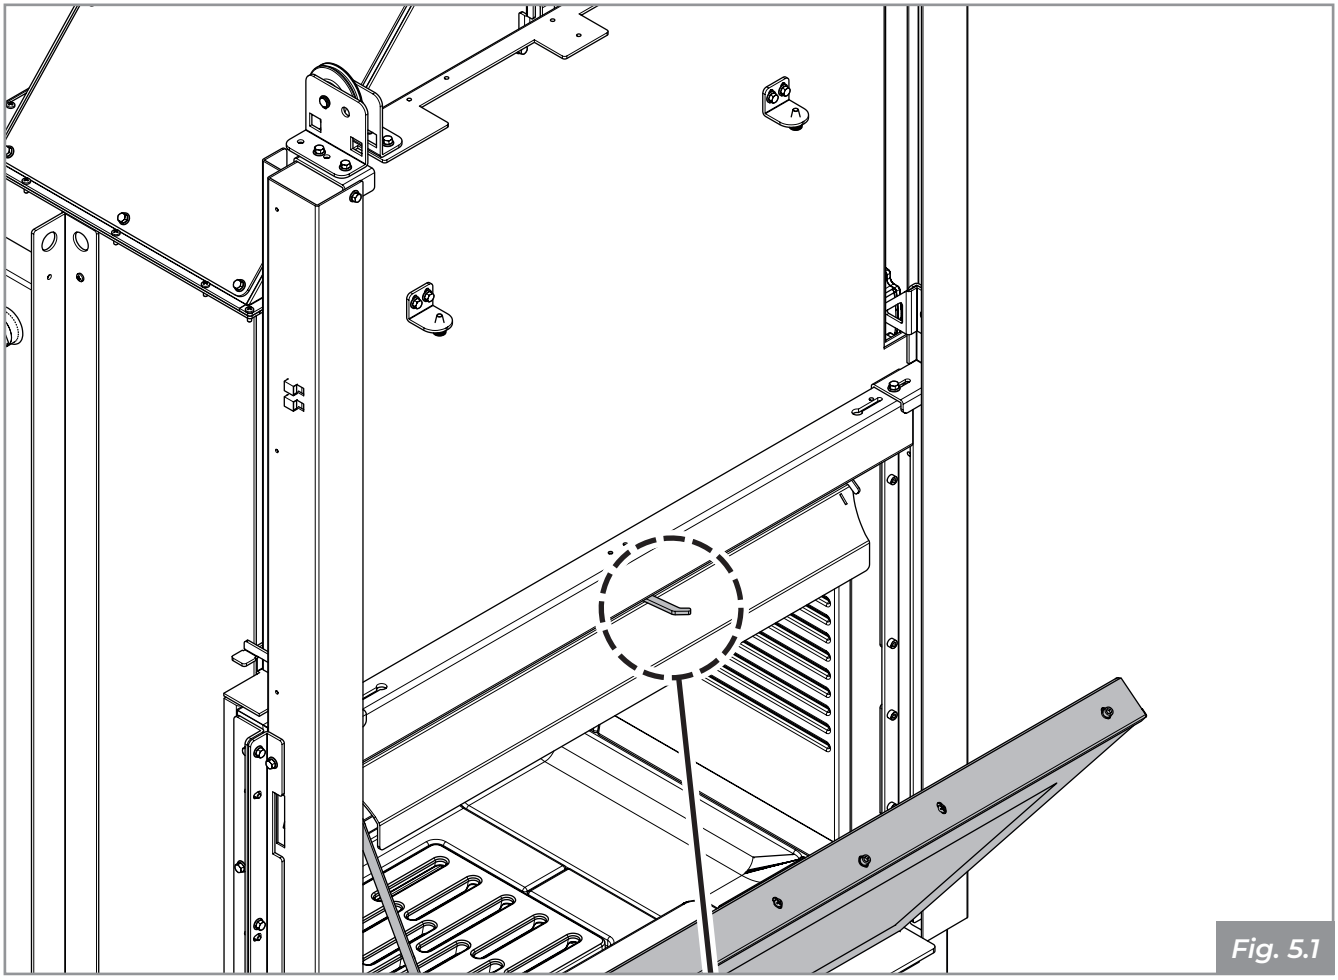

Fig. 5.1
1. Abra la puerta basculante tirando hacia fuera la o las manillas para desenganchar el perno de cierre que se encuentra en la parte superior del vidrio. Una vez desenganchado el bloqueo, abra la puerta acompañándola hacia abajo con la mano para evitar golpes **(Fig. 5.1)**.
La limpieza del vidrio se realiza con un paño húmedo o con papel humedecido y pasado por la ceniza. Para efectuar la limpieza del vidrio se debe abrir la puerta basculante tirando hacia fuera la o las manillas para desenganchar el perno de cierre que se encuentra en la parte superior del vidrio. Una vez desenganchado el bloqueo, abra la puerta acompañándola hacia abajo con la mano para evitar golpes **(Fig. 5.1)**.